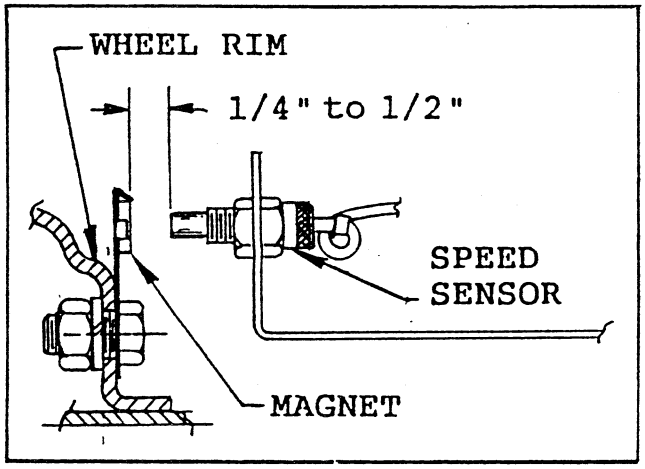

FIG. 10
■ Mount the magnet clip to the inside of the Vehicle's left-rear wheel. Use the 7/16" bolt, lock washer and nut (in. parts bag) to secure the clip to one of the square holes in the wheel rim. See FIG. 10.
■ Turn one 3/8" locking nut onto the sensor and insert the sensor into the large hole in the mounting bracket as shown in FIG. 10 and turn on remaining lock nut. Adjust nuts until the tip of the sensor extends a minimum of 1/4 inch beyond the locking nut.